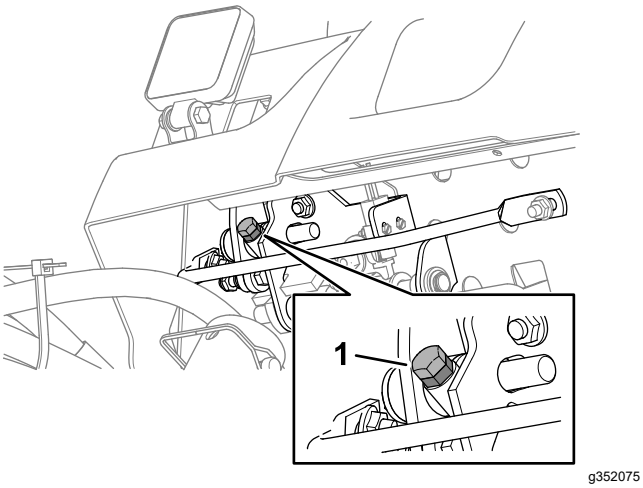

Figur 89
- Sænk klippehastigheden ved at dreje hastighedsstopskruen (Figur 89) med uret.